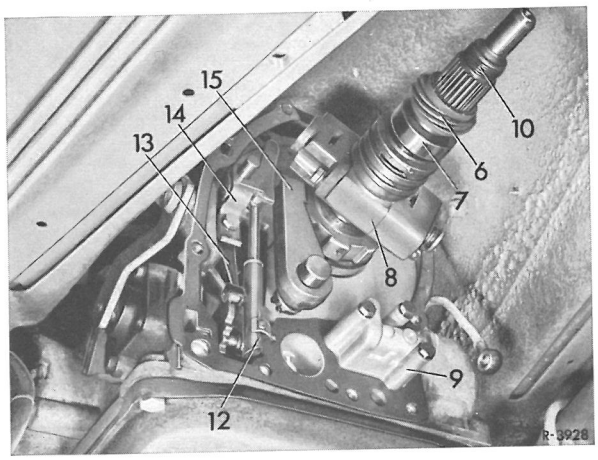

Fig. 27-9/1
2 Fjedrende forbindelsesstang (12), bladfjeder (13) og holder (14) demonteres og parkeringsspærreklinken (15) med tilhørende spændefjeder tages af (fig. 27-9/1).